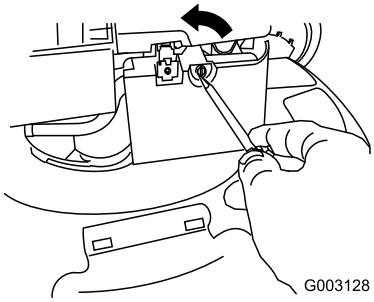

Figur 32
2. Använd en skruvmejsel för att öppna luftfilterskyddet (Figur 32).